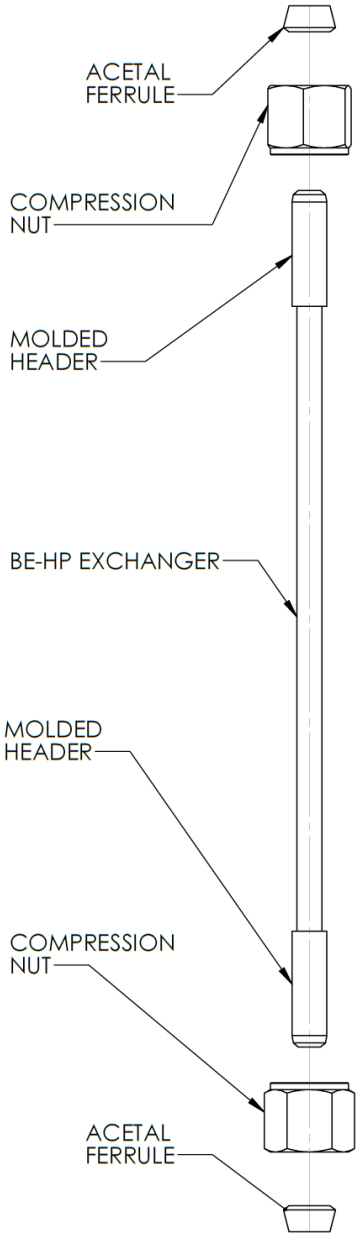

Figure 4 – BE-HP™ Assembly
1. *Slide compression nut and acetal ferrule onto molded header.* ***MAKE SURE TO NOTE THE CORRECT ORIENTATION OF THE FERRULE AS SHOWN ON FIGURE 4.***